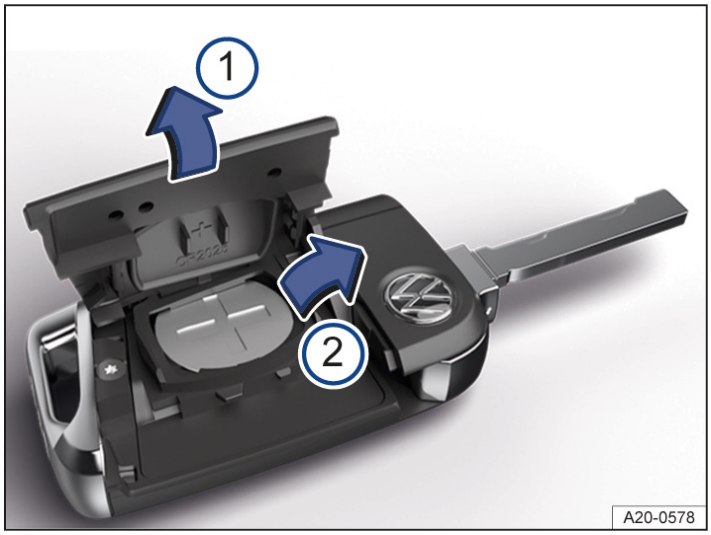

Fig. 1 Vehicle key: Replacing the button cell battery (general example).
2. Lever off the cover → *fig. 1* (1).
3. Lift the button cell battery out of the battery compartment → *fig. 1* (2), →⚠.
5. Press the cover out of the housing → *fig. 1* (1), →ⓘ.